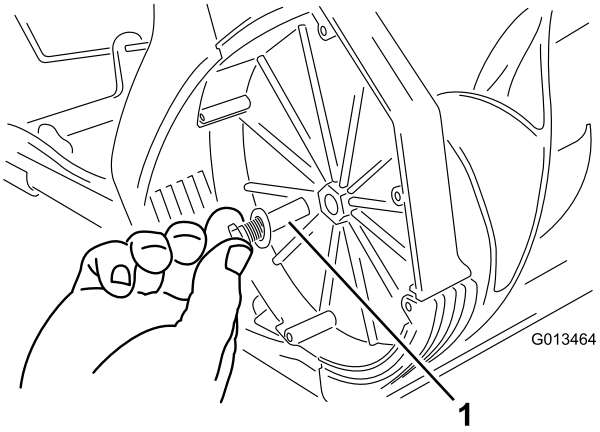

**Figur 16**
2. Fjern rotorpinnen (Figur 16).